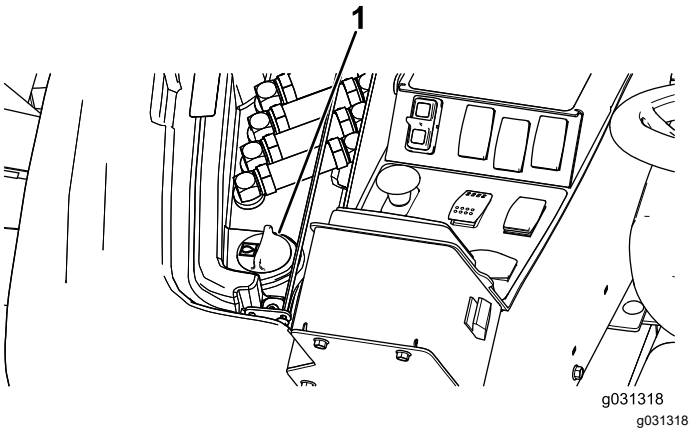

Figuur 132
2. Til het deksel van de dop van de hydraulische tank aan de rechterkant van de machine omhoog (Figuur 132).
3. Reinig de omgeving van de vulbuis en de dop van de hydraulische tank (Figuur 132).